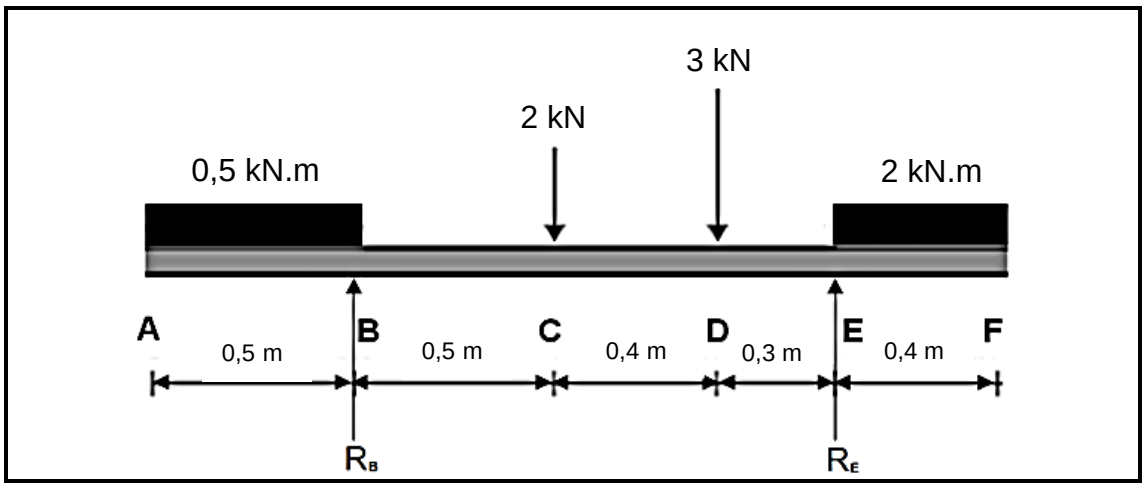

FIGUUR 1
2.1 FIGUUR 1 toon 'n enkelvoudig ondersteunde balk wat 'n egalig verdeelde las dra.